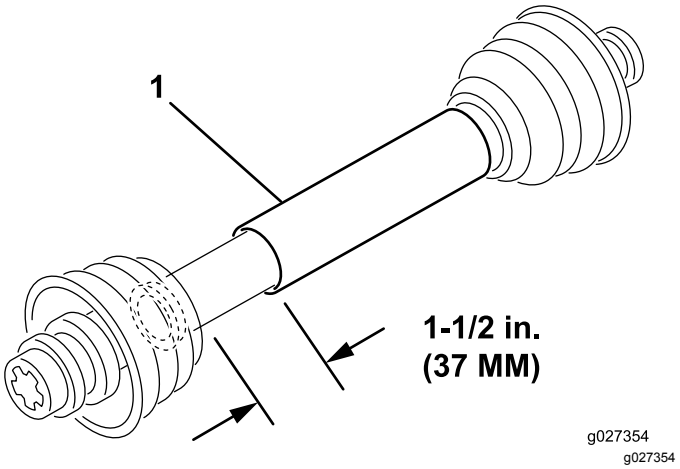

**Bild 2**
3. Bei der geringsten Länge müssen die beiden Hälften der Zapfwelle mindestens 37 mm zusätzlichen Abstand oder Zusammenklappraum aufweisen (Bild 2).